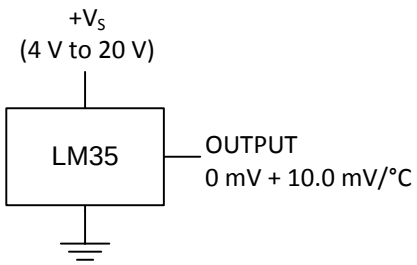

Figure 14. Basic Centigrade Temperature Sensor (2 °C to 150 °C)
Unless otherwise noted, these specifications apply: −55°C ≤ T_J ≤ 150°C for the LM35 and LM35A; −40°C ≤ T_J ≤ 110°C for the LM35C and LM35CA; and 0°C ≤ T_J ≤ 100°C for the LM35D. V_S = 5 Vdc and I_{LOAD} = 50 µA, in the circuit of Full-Range Centigrade Temperature Sensor. These specifications also apply from 2°C to T_{MAX} in the circuit of Figure 14.
(6) Quiescent current is defined in the circuit of Figure 14.